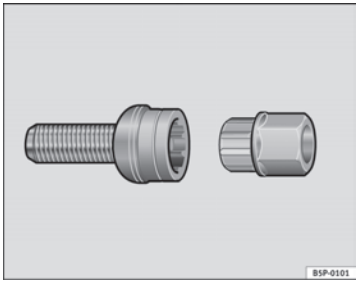

Fig. 183 Anti-theft wheel bolt
– Insert the adapter onto the wheel bolt and push it on as far as it will go ⇒ page 253, fig. 183.